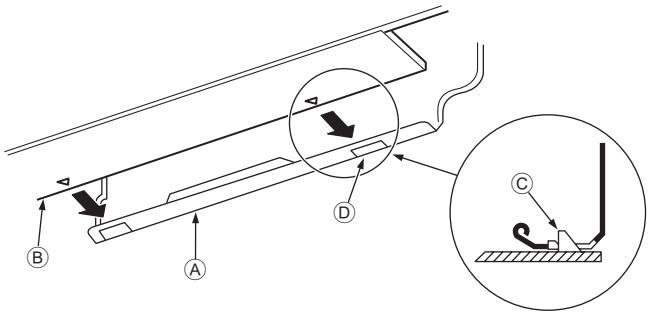

Fig. 3-15
3. Inserendo il tubo del refrigerante e il tubo di drenaggio nel foro a muro (manicotto di penetrazione), appendere la parte superiore dell'unità interna alla piastra di montaggio ①.
5. Premere la parte inferiore dell'unità interna sulla piastra di montaggio ① e bloccarla in posizione. (Fig. 3-15)
* Controllare che le maniglie sulla parte inferiore dell'unità interna siano agganciate saldamente alla piastra di montaggio ①.
- Ⓐ Piastra di montaggio ①